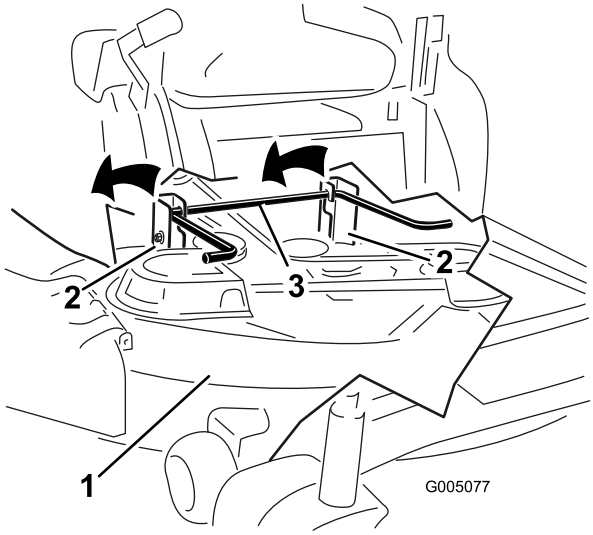

**Figur 66**
5. Løft klippeenheten og hengerbrakettene klar for bakre løftestang og senk klippeenheten forsiktig til bakken (Figur 66).
5. Løft bakre del av klippeenheten og før hengerbrakettene over bakre løftestang (Figur 66).